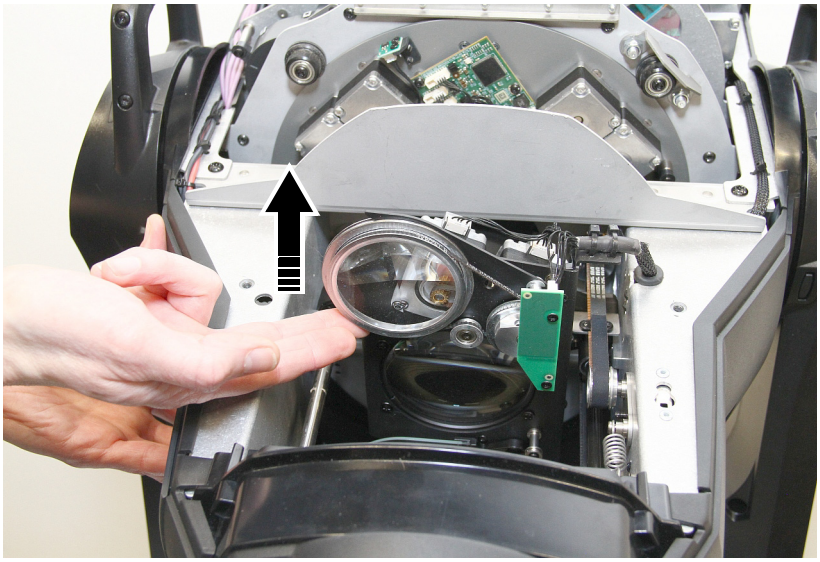

Bild 21: Hochheben des Prismas
3. Siehe Bild 21. Heben Sie das Prisma nach oben.